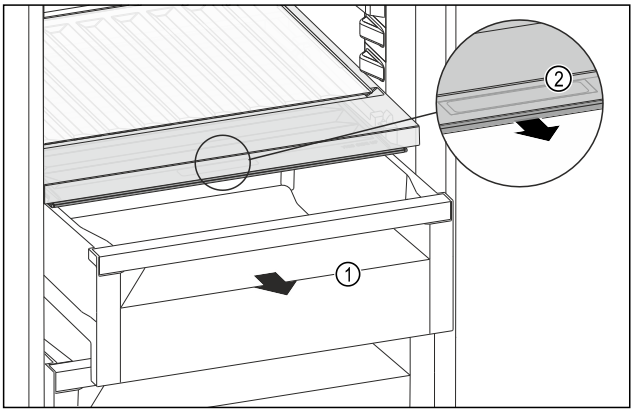

Fig. 133
▶ Extraer el compartimento *Fig. 133 (1)*.
▶ Agarrar el tirador empotrado *Fig. 133 (2)* en la tapa del compartimento y tirar de la tapa del compartimento hacia delante al mismo tiempo.